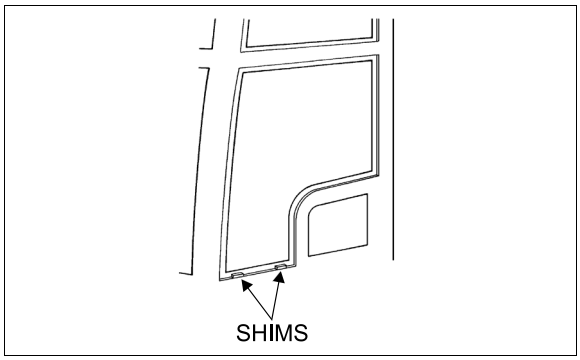

FIGURE 38: ADHESIVE-MOUNTED WINDOW 18079
*Use small shims to raise the glass in proper position. Shims can be cut from the tremshield tape (*Figure 38*).*